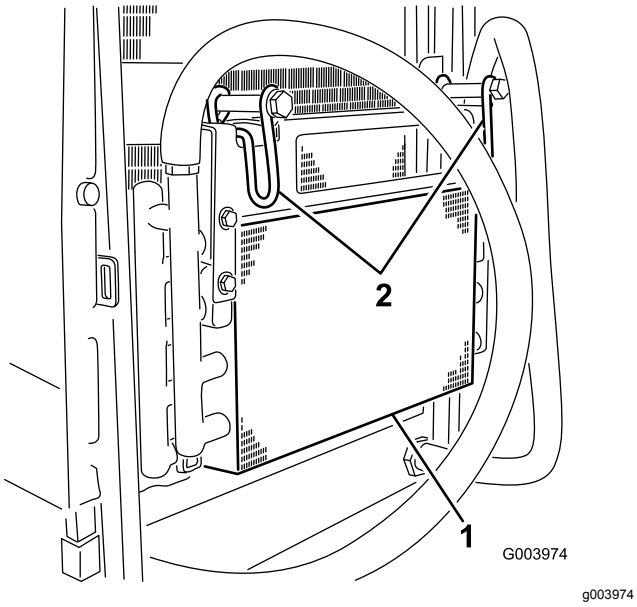

Figur 52
6. Drej låsehåndtaget indad, så oliekøleren løsgøres (Figur 52).